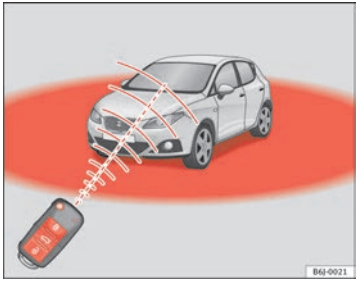

Fig. 43 Radio de acción del mando a distancia por radiofrecuencia
Además, el testigo de la pila de la llave ⇒ fig. 43, parpadea.
- El mando a distancia por radiofrecuencia funciona únicamente dentro de su radio de acción ⇒ página 80, fig. 43.